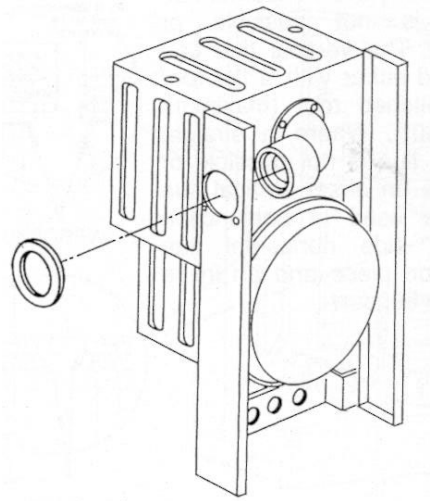

Fig. 43
5.7.6 Insert the flue assembly into the wall, making sure it will not interfere with the boiler body (Fig. 43) when mounting.